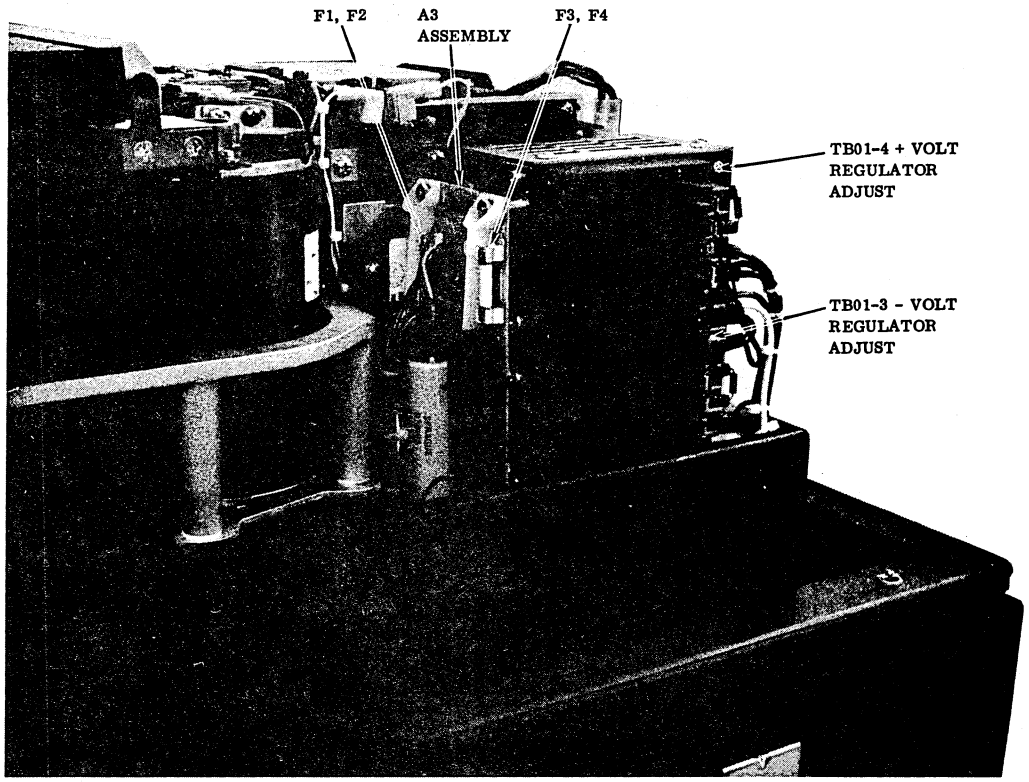

Figure 6J-21. Storage Module Drive Power Supply
4. Remove the two Allen head screws securing the deck assembly to the base assembly (figure 6J-11).
7. Locate the position of printed circuit board type AXPN. (See figure 6J-22.)
9. Remove the three mounting screws and remove the printed circuit board. (See figure 6J-22.)